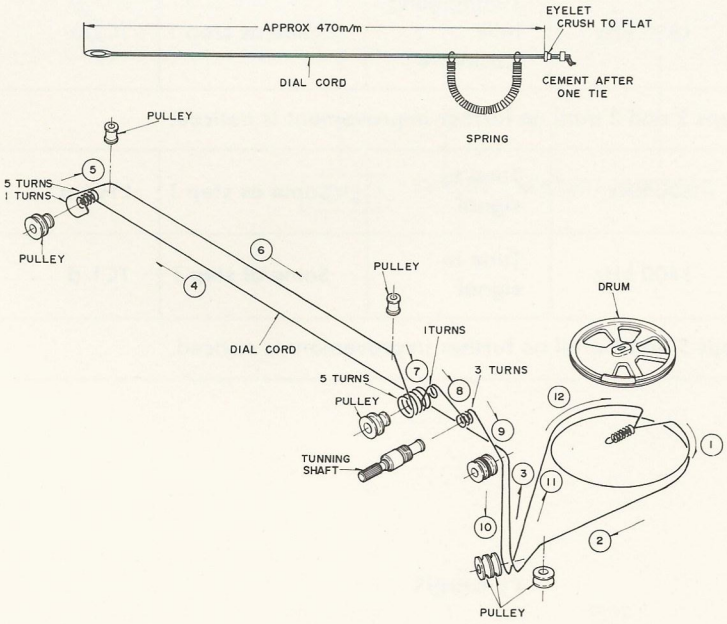

Figure 7
b) Wind the dial cord in the numerical sequence as shown in Figure 7.